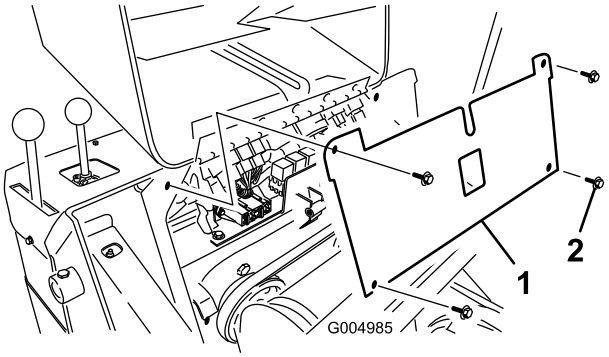

**Figur 42**
4. Ta bort de fyra skruvarna som håller fast säkringspanelen och dra sedan panelen utåt och uppåt för att ta bort den (Figur 42).